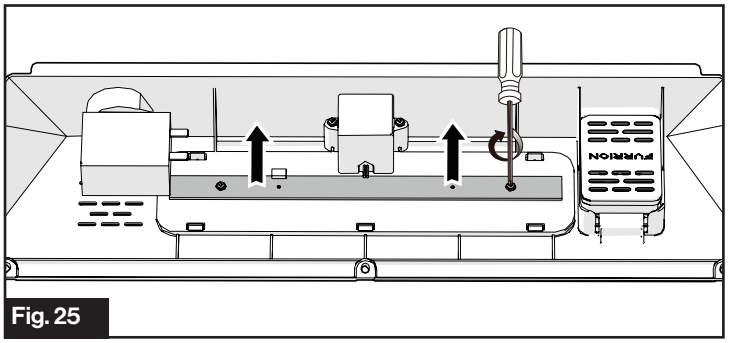

Fig. 25
3. Saque el retenedor y los dos tornillos para cambiar el LED antiguo por uno nuevo. Fije el retenedor y apriete los tornillos. Reinstale la tapa. (Fig. 25)